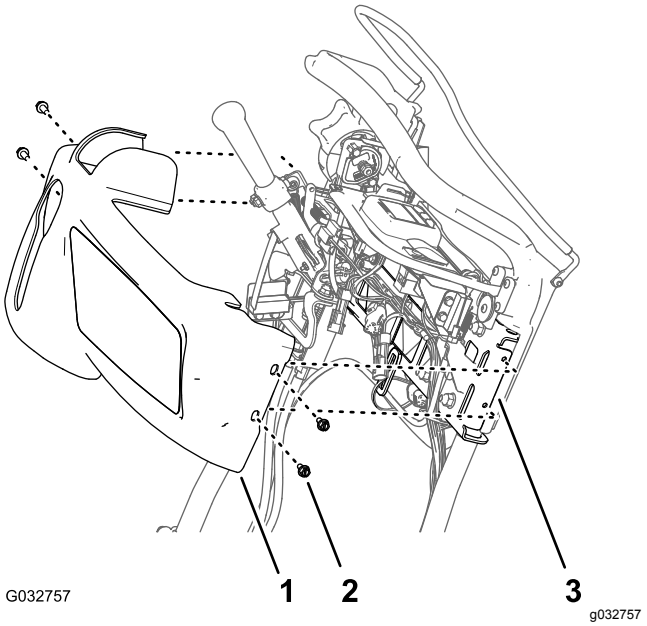

Figura 3
1. Rimuovete le 4 viti a testa flangiata (¼" x ½") che fissano il coperchio della plancia alla staffa di supporto del manubrio (Figura 3).
2. Spostate verso l'alto e in avanti il coperchio della plancia dalla plancia stessa e rimuovete il coperchio dalla macchina (Figura 3).